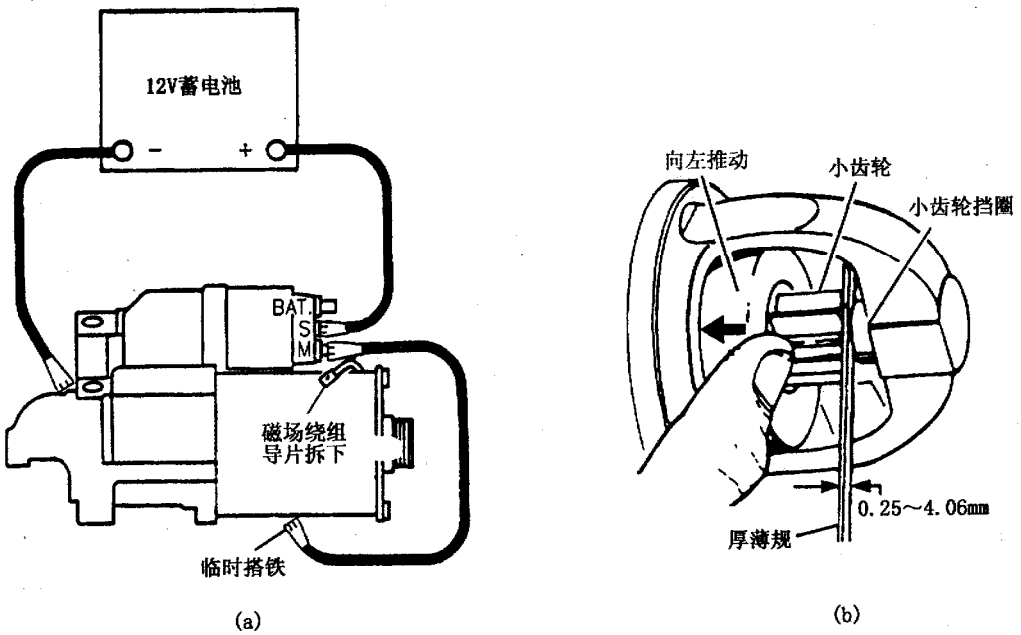

图 3－39　小齿轮间隙的检查
④临时将电磁开关的“M”接柱与起动机壳相连(搭铁)，见图 3－39(a)。这时，吸拉线圈通电，传动小齿轮移向起动位置。当“M”接柱的临时搭铁处断开时，传动小齿轮将停留在起动位置。
⑤如图 3－39 (b) 所示，将传动组件向左推动，到刚好消除小齿轮在轴向的自由间隙为止，使用厚薄规检查小齿轮端部与小齿轮挡圈之间的间隙。间隙应为 0.25～4.06mm。
⑥从起动机外壳上移开负极搭铁线（传动小齿轮便缩回传动端壳，然后再从“S”接线柱上拆下正极引线，见图 3－39 (a)。
⑦如果间隙不在规定范围内，对 SD200 型起动机，应重新检查电动机安装是否正确，传动叉和传动组件是否磨损或损坏，磨损的机件应予以更换；对 SD210 型起动机，在检查传动叉和传动组件是否磨损或损坏之前，还应检查楔块在传动端壳孔中的安装是否正确。
(12) 将磁场绕组导电片装到电磁开关接柱上。装上螺母并拧紧至 11N·m。
(13) 对 SD210 型起动机，安装隔热挡板（如果装有的话）。